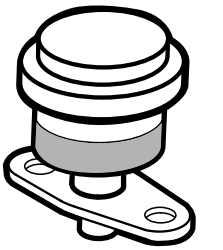

Rysunek 50
Sprawdź filtr oczyszczacza powietrza tylko wtedy, gdy wskaźnik (Rysunek 50) to sygnalizuje. Wcześniejsza wymiana filtra niż jest to konieczne zwiększa możliwość przedostania się zanieczyszczeń do silnika podczas usuwania filtra.
1. Sprawdź wskaźnik blokady filtra. Jeżeli wskaźnik jest czerwony, filtr nadaje się do wymiany (Rysunek 50).